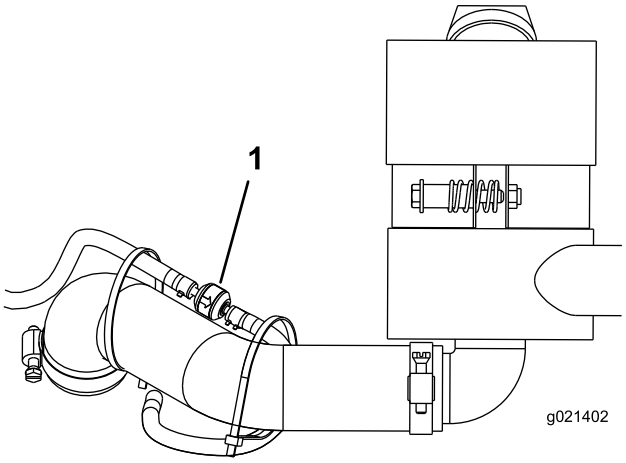

Figur 45
1. Løsn slangeklemmerne, der fastholder kulfilterbeholderens luftfilter på slangerne (Figur 45). Kulfilterbeholderens slanger og luftfilter er fastgjort med kabler til luftfilterslangen.
3. Fjern og kassér kulfilterbeholderens luftfilter (Figur 45). Bemærk, hvilken retning pilen peger i på filteret.